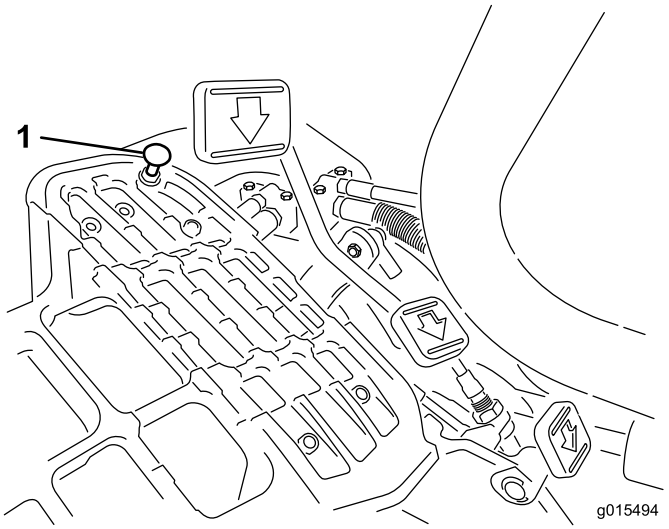

Figuur 49
Om de maximale transportsnelheid te verkrijgen, moet u de schakelhendel in de transportstand zetten en het tractiepedaal intrappen. Als het pedaal contact maakt met de pedaalaanslag (Figuur 49) voordat u spanning op de kabel voelt, is afstelling vereist:
1. Zet de schakelhendel in de transportstand en draai de borgmoer los waarmee de pedaalaanslag is bevestigd aan de vloerplaat (Figuur 49).